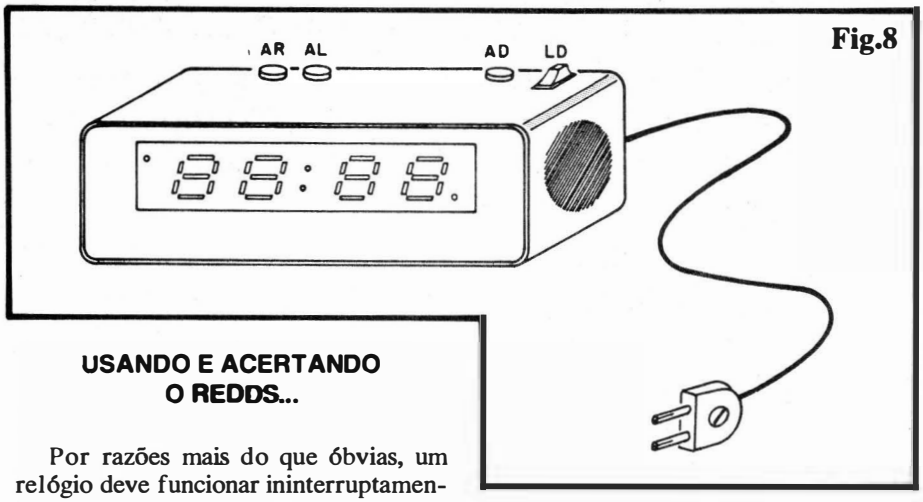

Fig.8
- **FIG. 8** - CAIXA E ACABAMENTO - o "jeitão" final do REDDS pode ser o sugerido na figura, ficando o **display** (obviamente) em posição frontal, com a visualização facilitada por uma "janela" nas convenientes dimensões, recoberta pelo "filtro ótico" composto de uma plaqueta retangular de acrílico vermelho transparente; o pequeno alto-falante, responsável pela emissão do alarme de "despertar", pode ser internamente fixado numa das laterais, ou mesmo na parte superior do **container** (dependendo das reais dimensões da caixa, e das "sobras" efetivas de espaço na acomodação final). Na parte traseira do topo da caixa podem ficar os controles (três **push-buttons** e um interruptor simples), de preferência devidamente identificados por marcações em "Letraset"... Finalizando, o "rabicho" (cabo de força) pode sair da traseira da caixa, passando por um furo dotado de ilhós de borracha... Um nó no dito cabo de força, feito **pelo lado de dentro** da caixa, prevenirá rupturas por esforços indevidos no referido condutor... Pés de borracha, colados ou parafusados à base do **container**, também contribuirão para boa estética e estabilidade no conjunto...